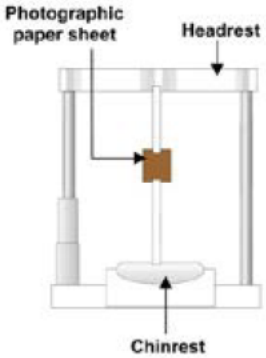

Figure 1: Piece of photographic paper in position
1. Attach a piece of photographic paper on the alignment target / focusing bar *(See Figure 1)*
1. Attach a piece of photographic paper on the alignment target / focusing bar *(See Figure 1 in the above section 2.2.3)*